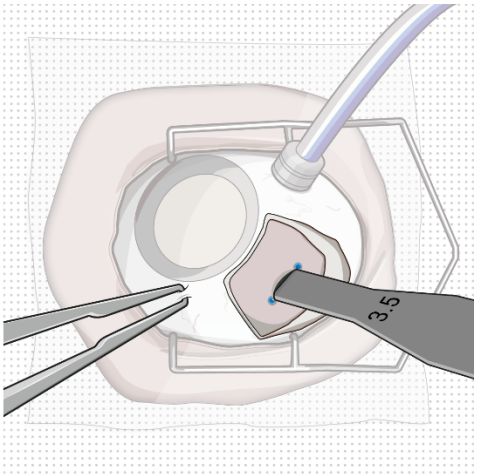

Figure 31
- Confirm the length of the incision by using the largest width of the 3.5 mm incision gauge (Figure 31).
- If the incision is over 3.5 mm, as indicated by a loose fit/side to side motion of 3.5 mm gauge, place a suture through the wound opposite the relaxing incision to reduce the incision down to 3.5 mm, and bury the knot. After suturing, confirm the incision length is 3.5 mm (Figure 31).